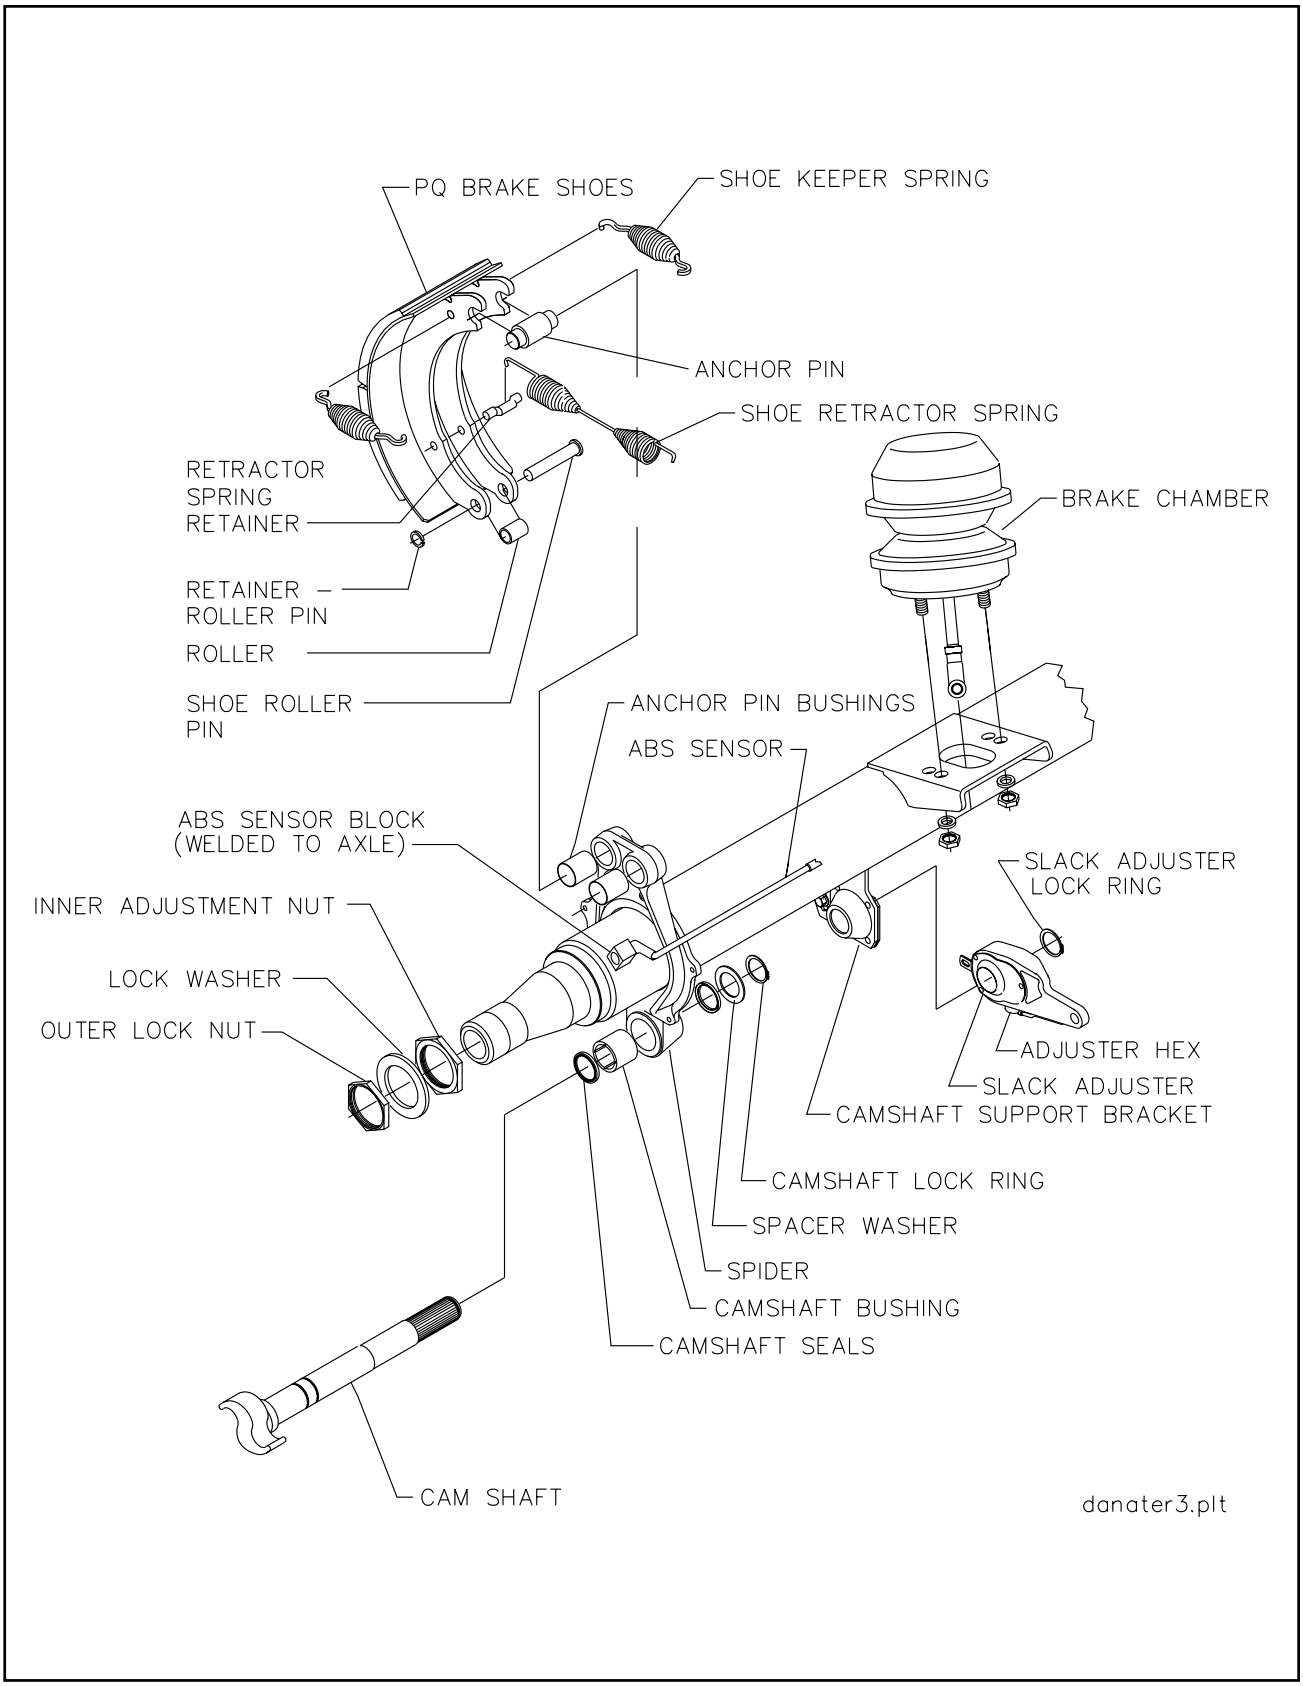

**Figure 4-10 Axle and Brake Assembly**
2. Remove dust cap from the rear of the spring brake chamber **(See Figure 4-10).**
**b. Disassembly for 12-1/4" X 7-1/2" Brakes (See Figure 4-10)**
3. Remove drum assembly **(See Figure 4-10)**.